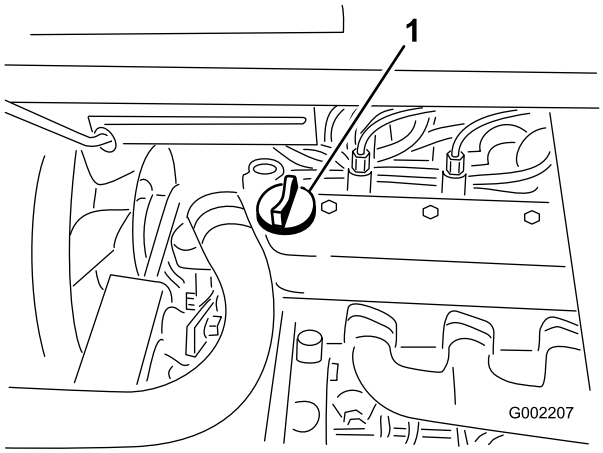

Figur 16
3. Om oljenivån är låg ska du ta bort påfyllningslocket från ventilkåpan (Figur 16) och fylla på med olja i öppningen tills nivån når upp till markeringen Full på oljestickan. Se Serva motoroljan i avsnittet om underhåll av motorn för information om korrekt oljetyp och viskositet. Fyll sakta på oljan och kontrollera nivån med jämna mellanrum under tiden. Fyll inte på för mycket.